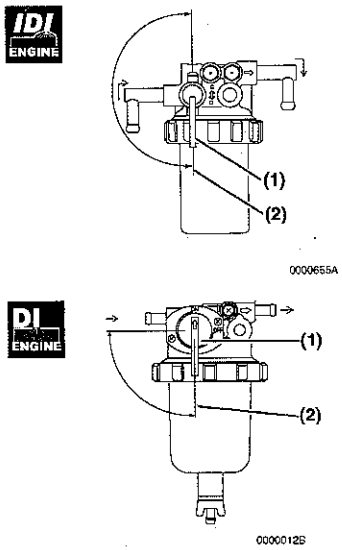

Figura 1
2. Accertarsi che il rubinetto del filtro del carburante /separatore d'acqua **(Figura 1, (1))** sia in posizione ON (APERTO) **(Figura 1, (2))**.